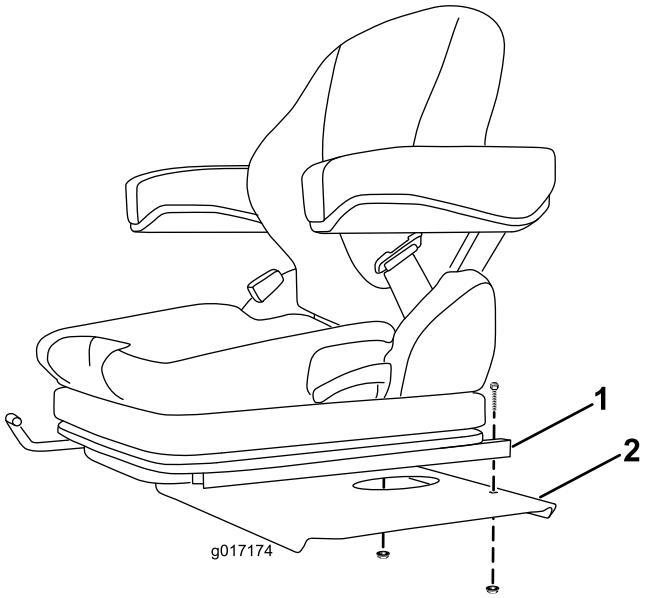

Figur 4
1. Montera bakdelen på varje sätesskena på sätessockeln med en skruv och flänsmutter (Figur 4).